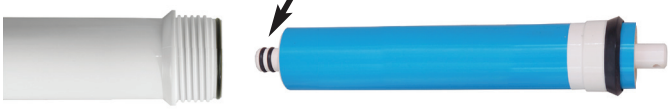

Fig. 14B
4) **Important!** Make sure the "double-ring" end of the membrane goes into the housing first as shown in **Fig.14B**. The membrane cannot filter water if it's inserted in the WRONG direction!